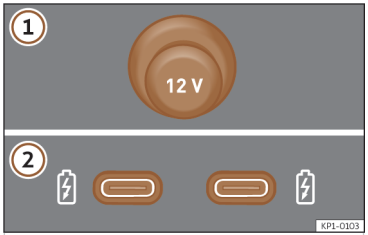

Abb. 170 12-Volt-Steckdosen im Fahrzeug
›› **(Abb. 170)**
Je nach Ausstattung und Land kann das Fahrzeug auch über USB-Anschlüsse mit **ausschließlicher Lade- oder Steckdosenfunktion** ›› **(Abb. 170)** ② verfügen.